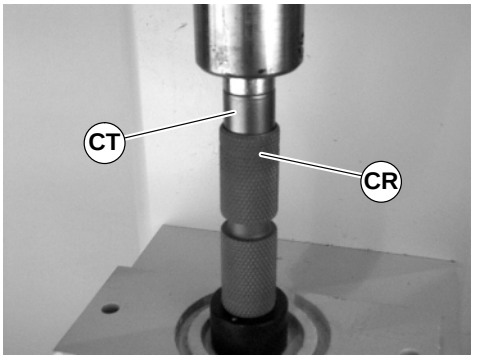

Abbildung 46
4. Lager (CT siehe Abbildung 46) in Antriebsrolle drücken (CR) bis es fest sitzt.